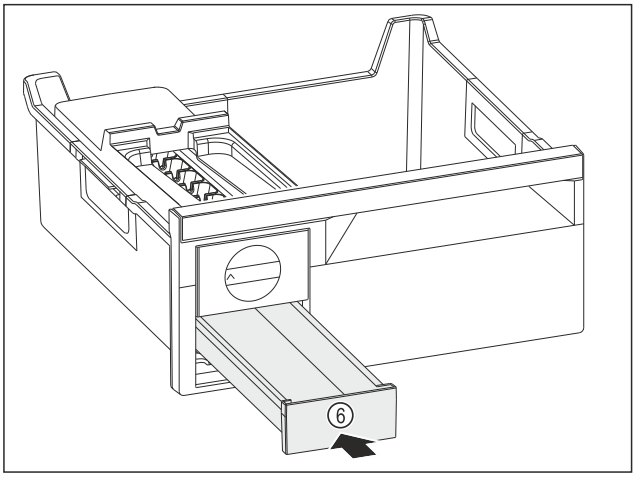

Fig. 150
- ▶ Sett inn isterningsskuffen *Fig. 150 (6)*.